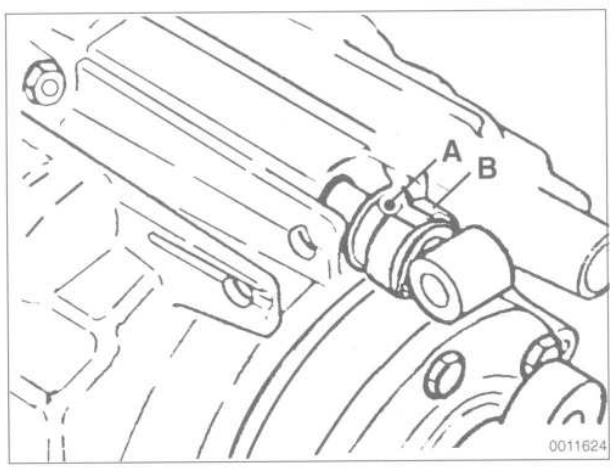

Fig. 3. Selector rod coupling. Slide locking sleeve (**B**) and push pin (**A**) through to remove coupling.
3. Place transmission in 5th gear. Disconnect selector rod coupling from selector shaft by releasing spring sleeve and pushing out pin. See Fig. 3.